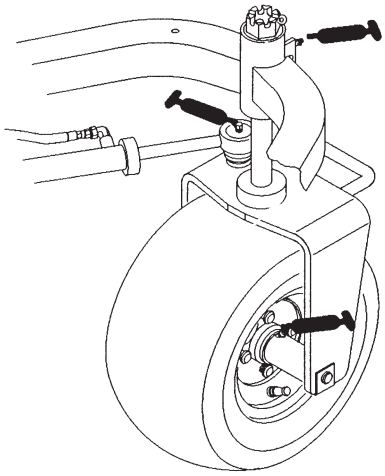
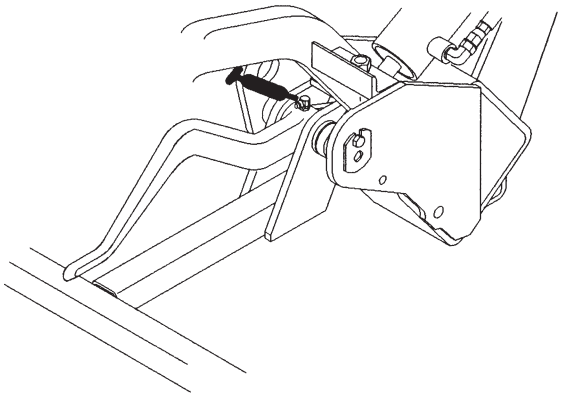
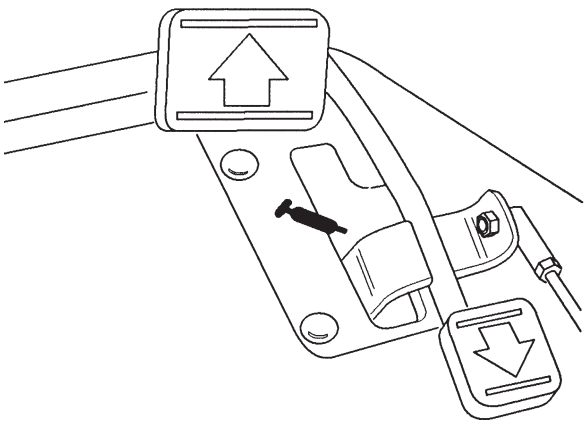

Afbeelding 16
Afbeelding 17
Afbeelding 18
HET SLEPEN VAN DE TRACTIE-EENHEID (Fig. 17)
De lagers en lagerbussen van de tractie-eenheid die gesmeerd moeten worden zijn: naaf achterwiel (1), lager zwenkwiel (1), stuurcylinder (2) (Afb. 16), liftarmen (3) (Afb. 17), scharnierpunt tractiepedaal (1) (Afb. 18).